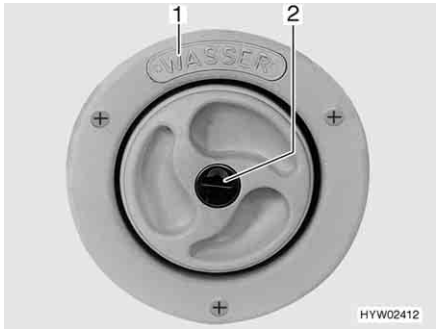
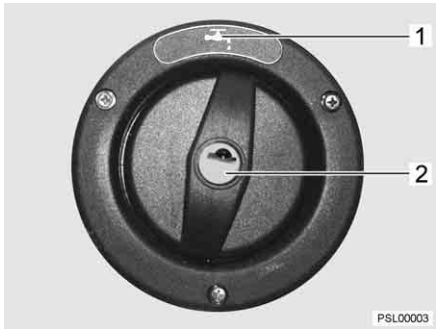

Fig. 154 Drinking water filler neck
Fig. 155 Drinking water filler neck (alternative)
The drinking water filler neck is labelled by the word "WASSER" (water) (Fig. 154,1) or marked by the symbol "" (Fig. 155,1). The cap is open and closed using the key for the external flap locks.
- Open drinking water filler neck (Fig. 154 or Fig. 155) (see chapter 6).